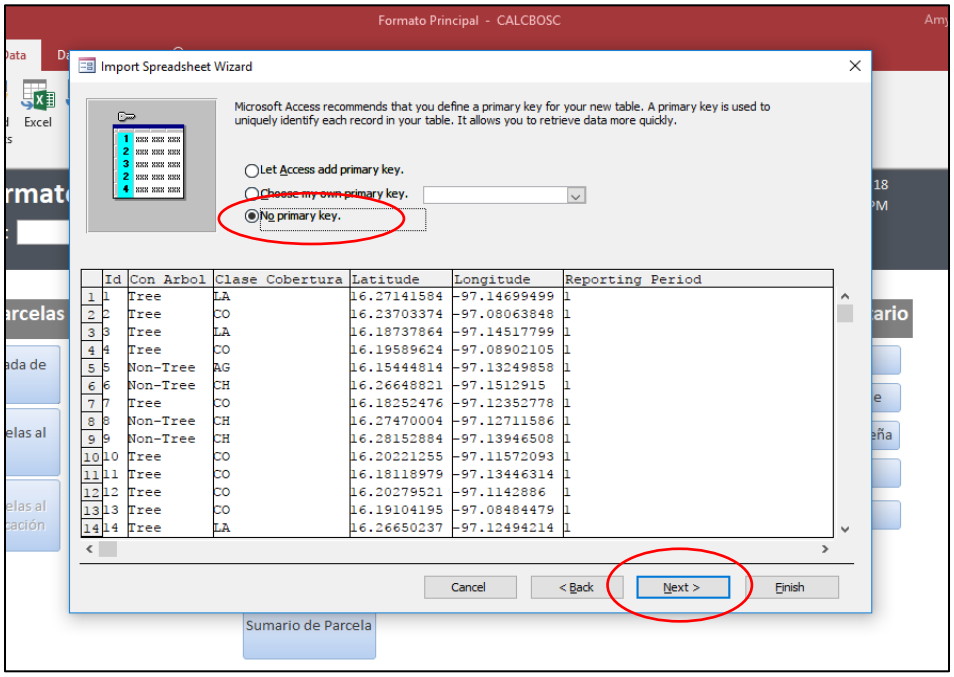

Figure 59. Importing an Excel Document Step 5
4.5 The next screen will ask if you'd like to add a primary key, select [No primary key] and [Next] (Figure 59).